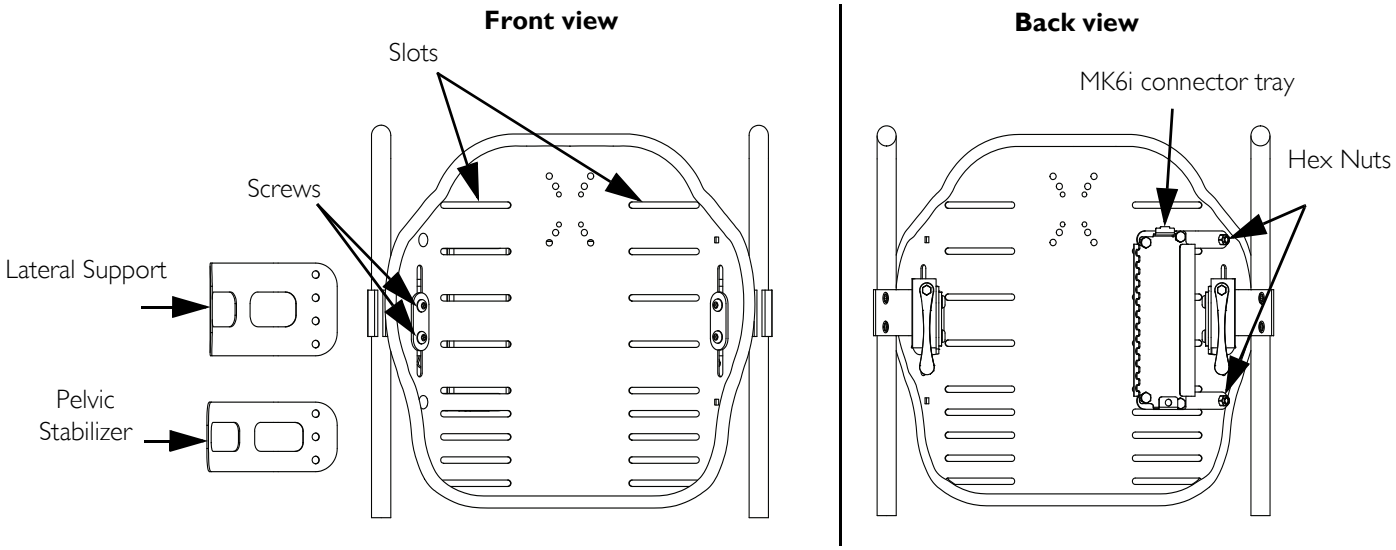

**FIGURE 2.10** Secondary Height Adjustment
*NOTE: For this procedure, refer to FIGURE 2.10.*